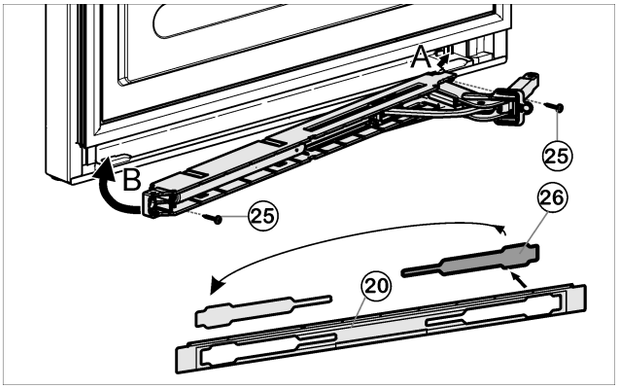

*Fig. 15*
- ▶ Loosen cover *Fig. 15 (26)* from the panel *Fig. 15 (20)* and insert on the other side.
- ▶ With the hinge of the soft stop unit facing the door hinge side, engage the soft stop unit (A) and swivel inwards (B)
- ▶ Tighten soft stop unit (2 x Torx® 15) *Fig. 15 (25)*.